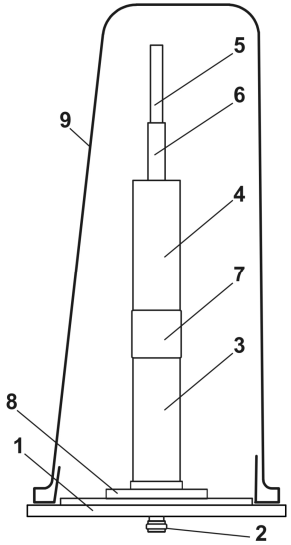

Рисунок 1.
5.1 Конструктивно антенна **АЛ1/460/900** (Рисунок 1) состоит из основания 1, защитного радиопрозрачного кожуха 9 из стеклопластика, вертикальной несущей стойки и двух коллинеарно расположенных на стойке вибраторов 3,4 гильзового типа с замкнутыми на стойку верхними торцами, а также отдельного верхнего коллинеарного вибратора 5 круглого сечения, установленного на диэлектрической втулке 6.